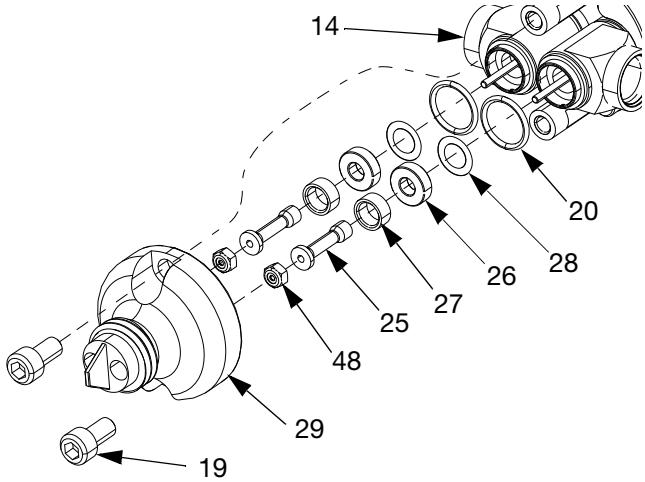
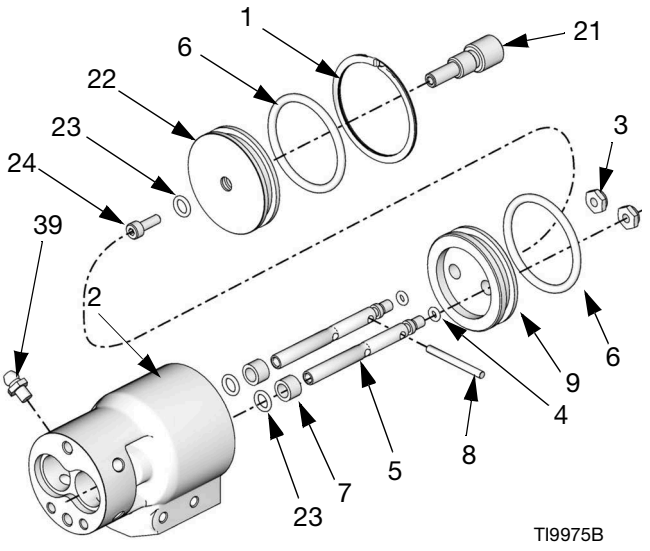

FIG. 6
FIG. 8
Endast modellerna 255901 och 255902: Ta bort muttern (48) med en 1/4 hylsa och ta sedan (25) bort sätena (27) och packningarna (28) från intagshuset. Se FIG. 6.
7. Ta bort hållarringen (1) från bakänden av luftcylindern (2). Tryck in de två spindlarna (5) i luftcylindern så att luftcylinderlocket (22) lossnar. Se FIG. 8.
8. Tryck på de två spindlarna (5) så att kolven (9) lossnar från luftcylindern (2).
9. Ta bort o-ringarna (23) med en o-ringkrok och ta bort lagerhylsorna (7) från luftcylindern (2) med en skruvmejsel.
10. Ta bort o-ringarna (6) från kolven (9) och luftcylinderlocket (22).
11. Ta bort skruven (24) och retursugratten (21) från locket (22). Använd en o-ringskrok för att ta bort o-ringen (23).
12. Ta bort låsmuttrarna (3), stiftet (8), o-ringarna (4) och kolvens o-ring (6) från spindeln (5).
1. Smörj in axel-o-ringarna (23) och lagren (7). Sätt i o-ringarna i spåren i luftcylindern (2) och luftlocket (22). Se FIG. 8.
255901 och 255902, trä på nålhylsan (25) på axeln (5) och fäst med muttern (48). Dra åt muttern till moment 0,3 N•m (2,5 tum-lb). Se FIG. 6.
6. **255179 och 255181:** Sätt i tätningarna (26) med fjädrarna vända in i vätskehuset (14).
7. Se **Nosstyckets orientering** på sidan 7. Montera nosstycket (31) med o-ringar (20), säten (27) och skruvar (19). Dra åt skruvarna moment 13-13.5 N•m (115-120 in-lb).
8. **255181 och 255182:** Montera injektorröret (30) med monteringsverktyget (48). Vrid till 4,5-5,6 N•m (40-50 in-lb).
9. **255181 och 255182:** Montera injektormunstycket (47) och dra åt till moment 2,8-3,4 N•m (25-30 in-lb).
10. Ta bort zerk-smörjnippeln (39). Fyll fett i fettöppningen under tills fett börja strömma ut där zerk-kopplingen (29) satt. Gör om vid den andra zerk-kopplingen (39). Se FIG. 8.